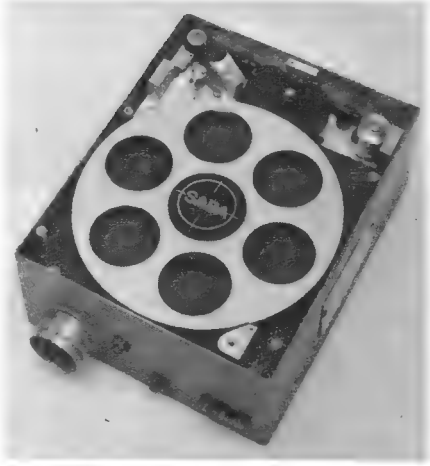

Bild 11. Robustes Magnetband-Aufzeichnungsgerät für Weltraumsatelliten (Saba/PI)
Einen Miniatur-Magnetbandspeicher *(Bild 11)* für Weltraum-Satelliten aus der Fertigung von Precision Instrument (PI) liefert *Saba*. Das kleine Gerät, dessen beide Bandtrommeln zur Raumersparnis übereinander liegen, wiegt 2,5 kg. Es dient im Agena-Programm der Aufzeichnung physikalischer Meßwerte. Während einer jeden, etwa eine Stunde dauernden Erdumkreisung werden die Meßwerte mit Frequenzmodulation direkt oder in digitaler Form aufgezeichnet. Im Bereich der Bodenstation läuft das Band dann auf Funkkommando rückwärts ab; die Aufzeichnungen – bis zu 14 Informationen gleichzeitig – werden am Boden binnen drei Minuten aufgenommen und von einem Computer ausgewertet. Während des Rücklaufs wird das Band zugleich gelöscht. Der Gleichlauf muß äußerst genau sein, daher wird der Motor mit einer quarzstabilisierten Wechselspannung gespeist. Hohe Anforderungen an die Festigkeit stellen die großen Beschleunigungskräfte beim Start des Satelliten und die etwa auftretenden Vibrationen. Nach dem Zusammenbau und nach zahllosen Prüfungen bringt man den Magnetbandrecorder in einem vakuumdichten Kasten unter, saugt die Luft ab und füllt das Gehäuse mit Natriumschutzgas.